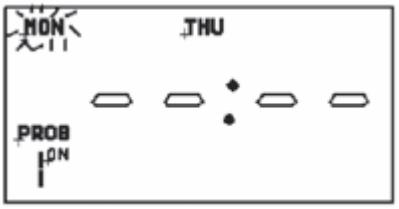

Figure B-12: Duplicating program
3. Press ‘TIME’ button then the icon ‘MON’ will be flashing. Refer to Figure B-12.